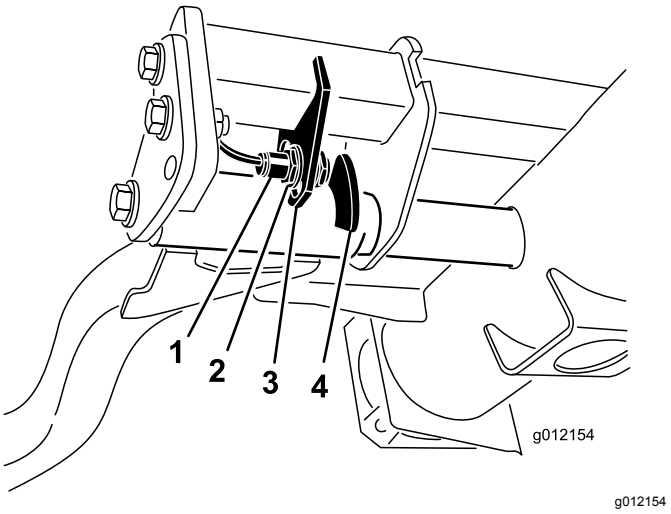

Figur 38
2. Lyftarmsbrytaren sitter under hydraultanken, bakom den främre, högra lyftarmen (Figur 38).
3. Lossa brytarens fästskruvar och flytta ned brytaren för att öka lyftarmens vändhöjd, eller flytta upp den för att minska vändhöjden (Figur 38).